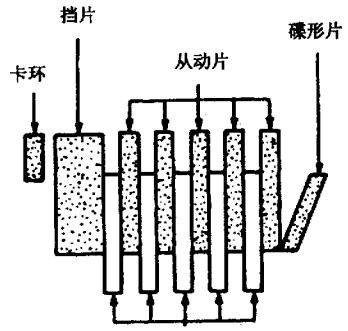

图 9-6-90 安装驱动片
(7) 如图 9-6-90 所示，给前进档离合器安装驱动片、从动片、挡片和碟形片，然后装上卡环。